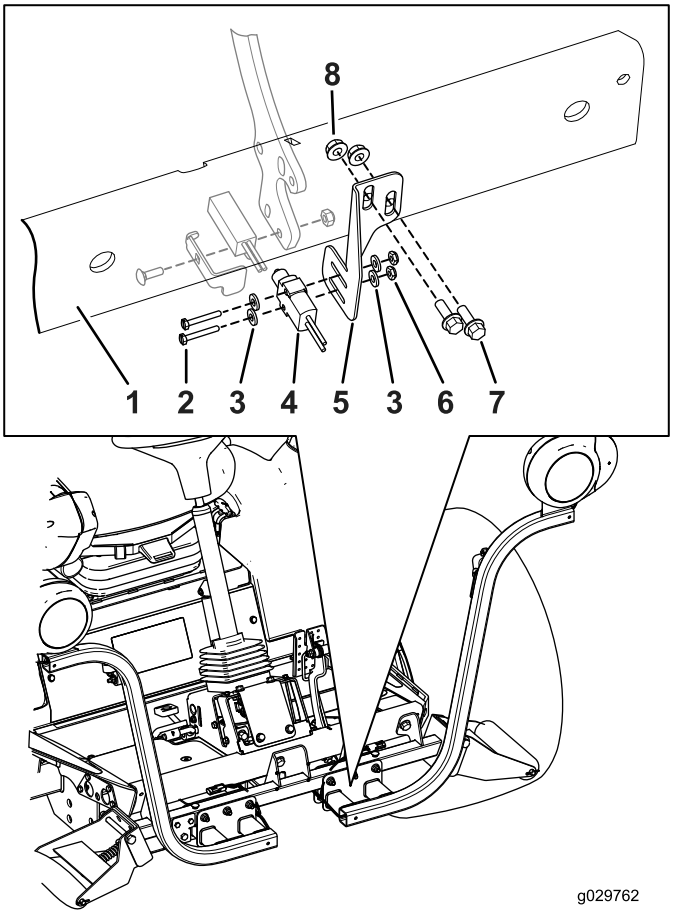

Figure 21
Note: You will need to move the brake-sensor bracket up or down to align the brake sensor to the brake-sensor plate (Figure 21).
4. Loosely install the brake sensor to the brake-sensor bracket with the 2 slotted screws (#6 x 1 inch), 2 washers, and 2 flange nuts (Figure 21).